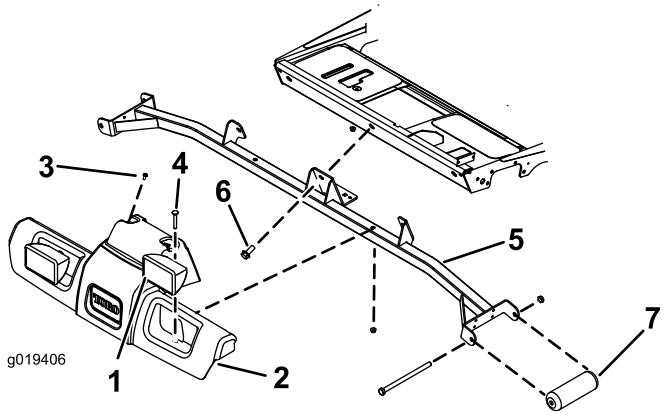

Figure 2
1. Disconnect the head light wire connectors from the traction unit wire harness (Figure 2).
2. Remove the (2) screws securing the top of the platform shroud to the traction unit (Figure 2). Retain the screws.
3. Remove the (2) carriage bolts and nuts securing the head lights and the platform shroud to the support assembly (Figure 2). Retain the bolts and nuts.
4. Remove the platform shroud from the support assembly (Figure 2).
5. Remove the (3) screws securing the support assembly to the traction unit frame (Figure 2). Retain the screws for reassembly.
6. Remove the screws and nuts securing the front rollers to the support assembly (Figure 2). Retrain the screws, nuts and rollers but discard the support assembly.
8. Mount the support assembly to the traction unit frame with the (3) screws, previously removed (Figure 2).
9. Position the platform shroud and head light assembly onto the support assembly and traction unit aligning the mounting holes (Figure 2).
10. Mount the platform shroud and head lights to the support assembly with the bolts and nuts previously removed (Figure 2).
11. Mount the top of the platform shroud to the traction unit with the screws previously removed (Figure 2).